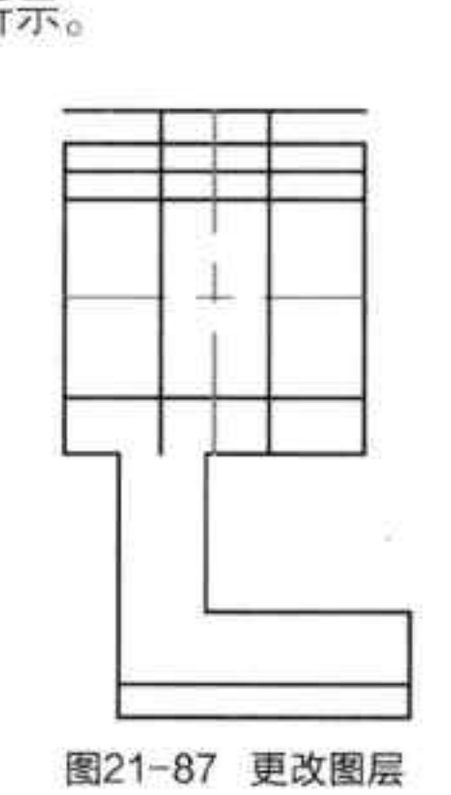

图21-87 更改图层
Step 08 执行“偏移”命令，将垂直中心线分别向左、向右偏移 5，并设置其在“0 图层”上，如图 21-87 所示。